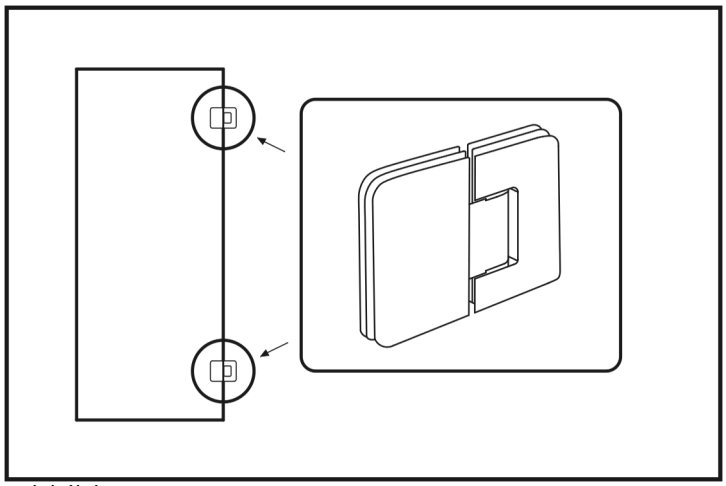

Abbildung 11
33. Montieren Sie die Scharniere mit den mitgelieferten Schrauben am Glas. (Abbildung 11)